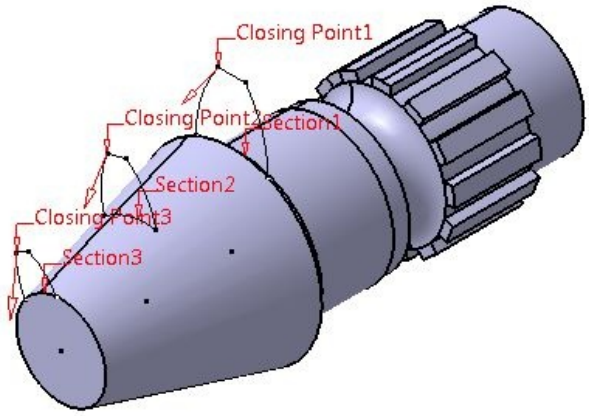

Figure 9-75 *Closing points and their directions*
f. Create a multi-section solid feature by using three sections, refer to Figures 9-75 and 9-76.
3. If required, set the closing points of the sections and flip their directions, refer to Figure 9-75.